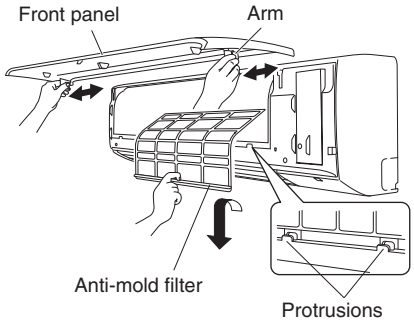

Fig. 3-12
If the front panel is difficult to remove, grasp both ends of it and lift it up slightly. Move it to the left and disengage the left arm, then move it to the right and disengage the right arm. (Fig. 3-12)
(2) Lift the anti-mold filter up slightly to disengage it from the protrusions on the unit, and then pull downward to remove the filter from the unit. (Fig. 3-12)